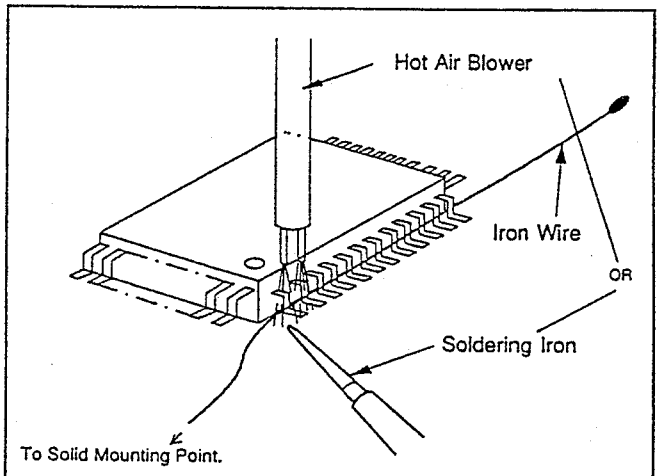

Fig. S-1-5
(2)Affix the wire to a workbench or solid mounting point, as shown in Fig. S-1-5.